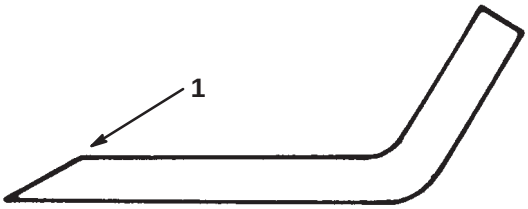

Figure 24
1. Au moyen d'une lime, aiguiser les arêtes de coupe aux deux bouts de la lame (Fig. 24) en veillant à conserver l'angle de coupe d'origine. Limer la même quantité de métal sur chacune des deux arêtes pour ne pas déséquilibrer la lame.